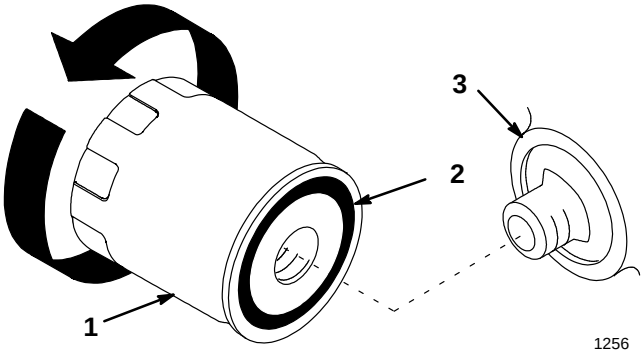

Figure 51
2. Déposer le filtre à huile usagé de la boîte-pont et essuyer la surface de joint de l'adaptateur du filtre (Fig. 51).
3. Enduire d'une mince couche d'huile fraîche le joint de caoutchouc du filtre neuf (Fig. 51).
4. Monter le nouveau filtre à huile de transmission sur l'adaptateur, en vissant le filtre dans le sens des aiguilles d'une montre jusqu'à ce que le joint de caoutchouc touche l'adaptateur, puis en le vissant encore de 3/4 de tour supplémentaire (Fig. 51).